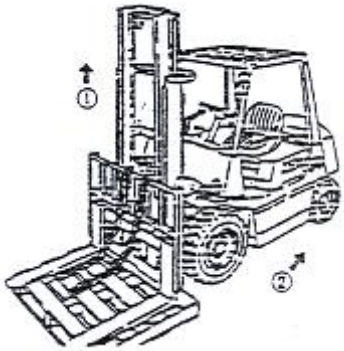

Figure 2-58
(1) Place a tray on the forklift and park it on level ground.
(2) Lower the fork and tray down to the ground.
(3) Remove the upper end joint of the chain and remove the chain from the chain wheel.
(4) Lift the inner main frame (① in Figure 2-58)
(5) Reverse the forklift after confirming that the fork frame has been separated from the outer main frame (② in Figure 2-58).
(6) Replace the main roller